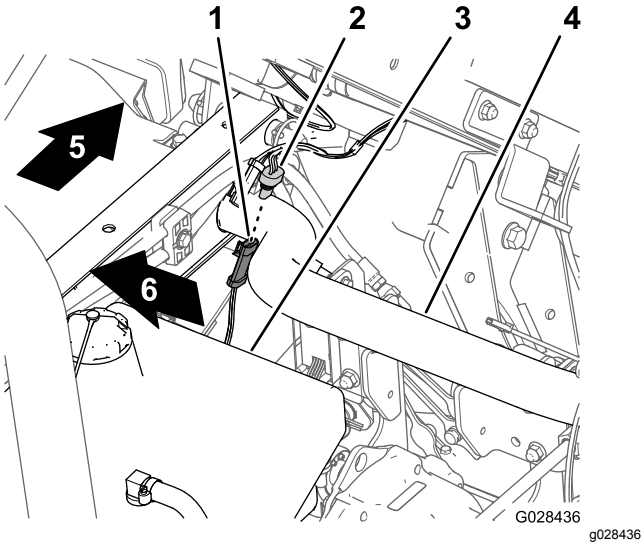

Figur 17
1. Gå till sprutarkablaget och lokalisera kontakten med tre uttag för hastighetsgivarkretsen (Figur 17).
2. Anslut maskinkablagets kontakt med tre stift för hastighetsgivaren till sprutarkablagets kontakt med tre uttag för hastighetsgivaren (Figur 17).